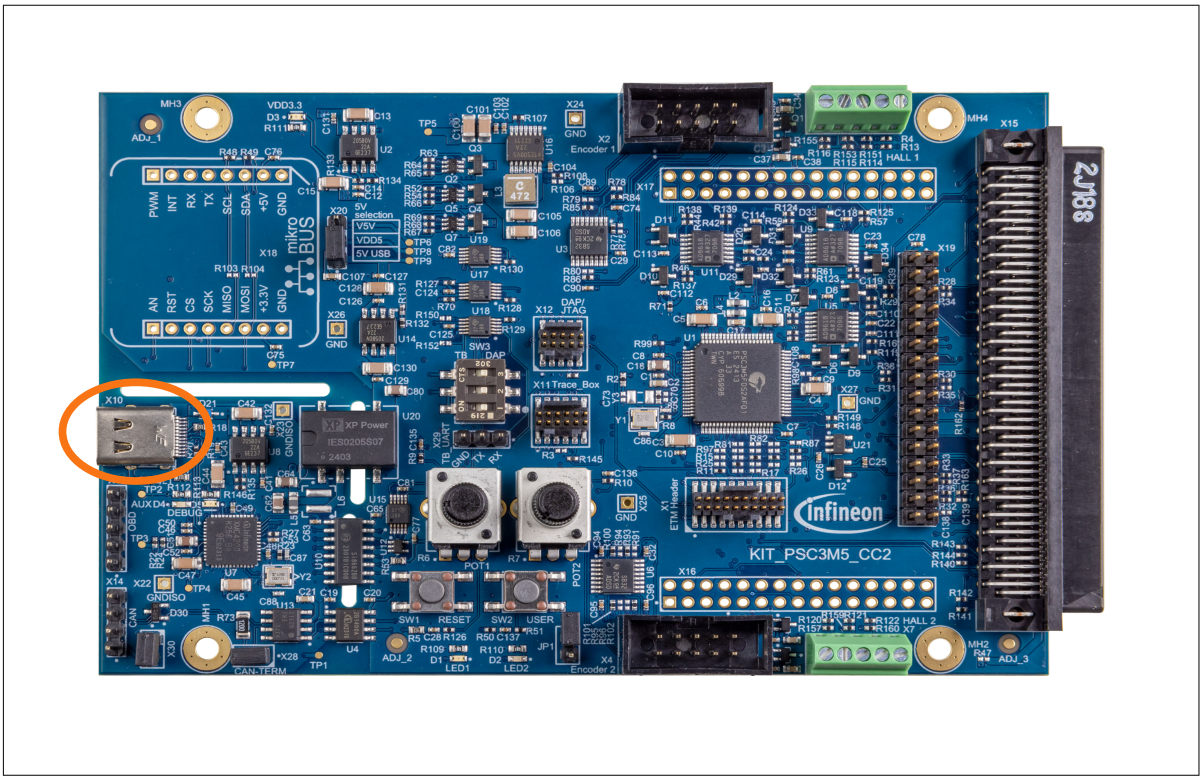

Figure 7 Connect USB cable to the USB connector on board
1. Connect the board to the PC using the provided USB cable through the J-Link USB connector (X10), as shown in Figure 7. It enumerates as a USB composite device if you are connecting it to your PC for the first time